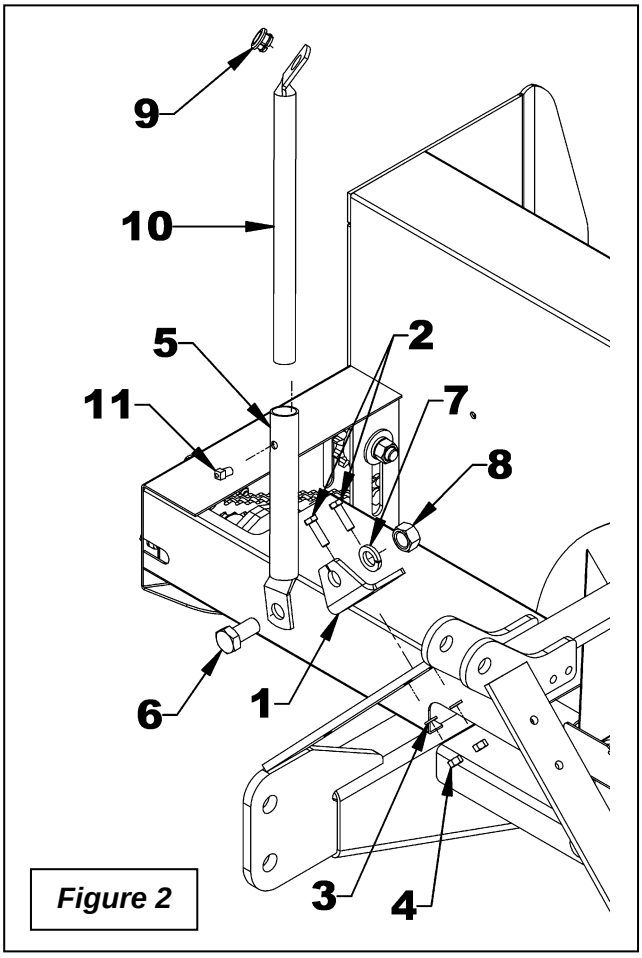

Figure 2
5. **FIGURE 2:** Install the bracket (item 1) on the 3 point right or left hitch using two 3/8"NC x 1 1/4" bolts, 3/8" lockwashers and 3/8"NC nuts (items 2-3-4). Tighten securely.
6. **FIGURE 2:** Install handle support bracket (item 5) on the bracket (item 1) using a 3/4''NC x 1 1/2'' bolt, 3/4''lockwasher and 3/4''NC nut (items 6-7-8). Do not tighten.
7. **FIGURE 2:** Install the plastic grommet (item 9) in the handle support (item 10).
8. **FIGURE 2:** Insert handle support (item 10) inside the handle support bracket (item 5). Fasten loosely with a 3/8"NC x 1/2'' square head set screw (item 11).